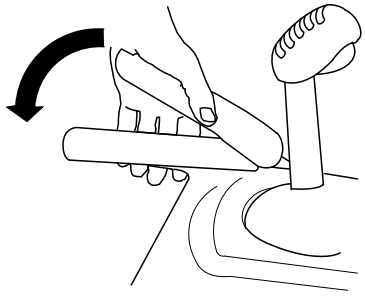

Figure 16
1. Pour engager la transmission aux roues, serrez le levier gauche (déplacement) contre la poignée (Figure 16).